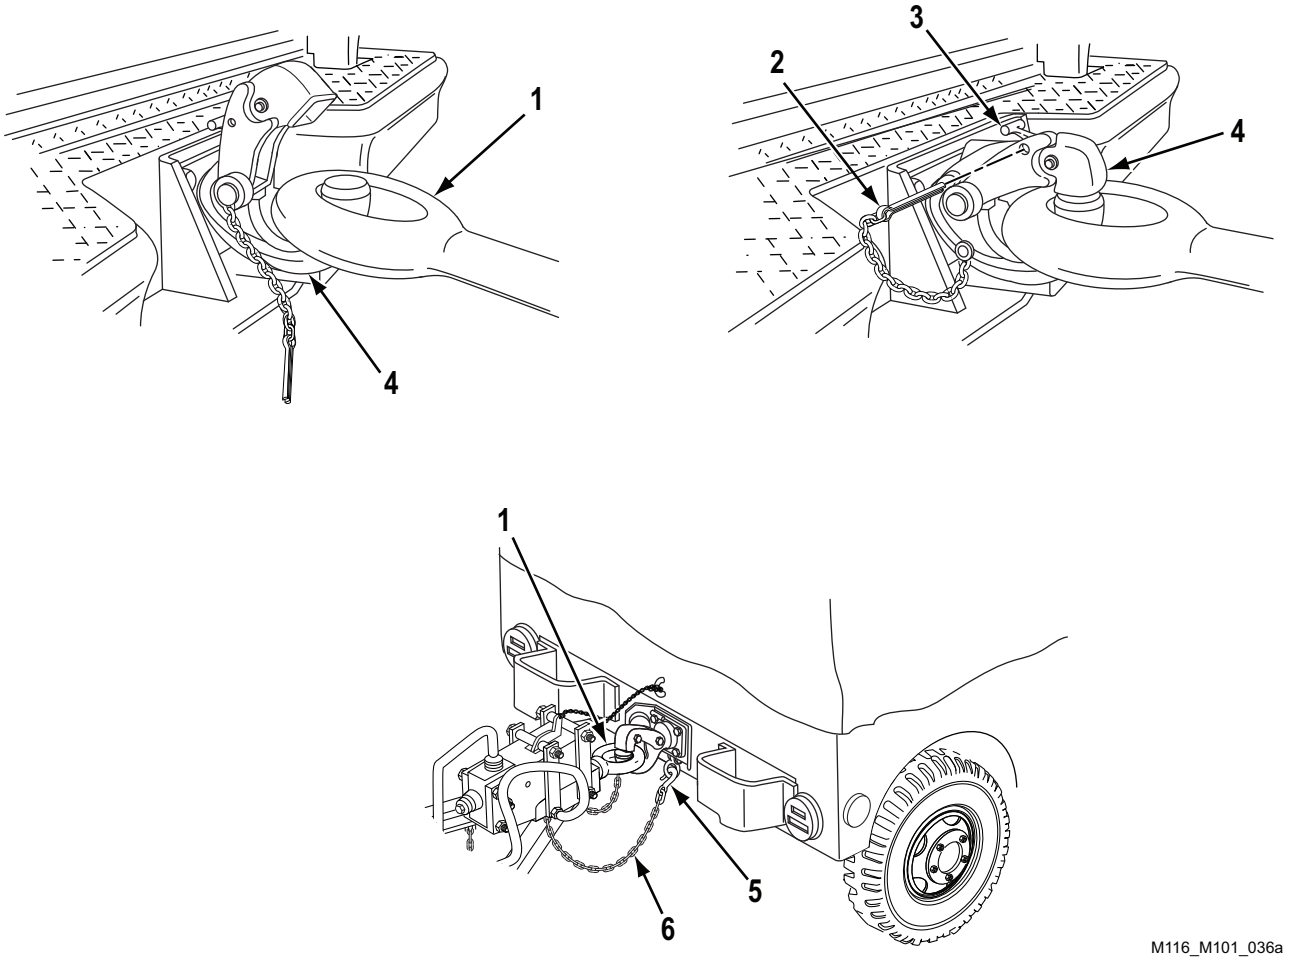

Figure 9. Couple Trailer to Prime Mover.
5. Back prime mover in front of drawbar coupler (Figure 9, Item 1).
6. Use hand crank to adjust height of drawbar coupler (Figure 9, Item 1). Place drawbar coupler (Figure 9, Item 1) in pintle hook (Figure 9, Item 4).
7. Close pintle hook (Figure 9, Item 4). Check to see that locking latch (Figure 9, Item 3) is locked by pulling up on pintle hook (Figure 9, Item 4). Pintle hook (Figure 9, Item 4) should not come up. Install safety pin (Figure 9, Item 2) in pintle hook (Figure 9, Item 4).
8. Cross two safety chains (Figure 9, Item 6) under drawbar coupler (Figure 9, Item 1) and hook to two prime mover tow shackles (Figure 9, Item 5).